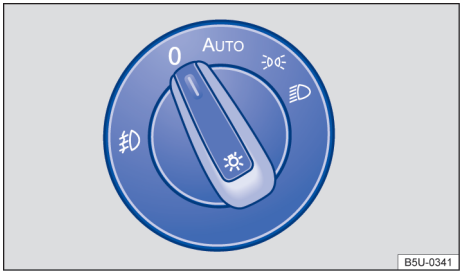

Fig. 65 No painel: interruptor das luzes.
Girar o interruptor das luzes → Fig. 65 para a posição desejada:
– Ligar o farol de neblina: o interruptor das luzes → Fig. 65 deve estar na posição ou . Puxar o interruptor até o primeiro engate.